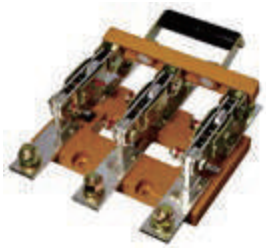

Fig. 1
5.1 HD11 Front-Panel Wiring Connection (see Fig. 1, Table 2).